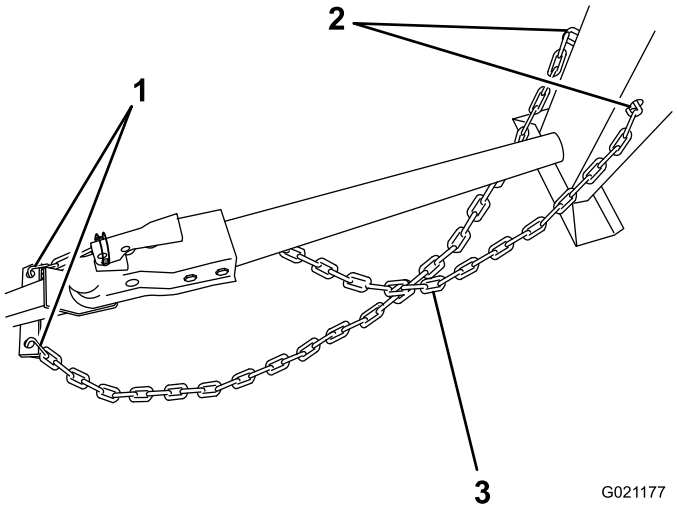

Figure 23
1. Pull the safety chain through the slots in the keyholes located in the front post of the machine, so that the lengths on each side are equal (Figure 23).